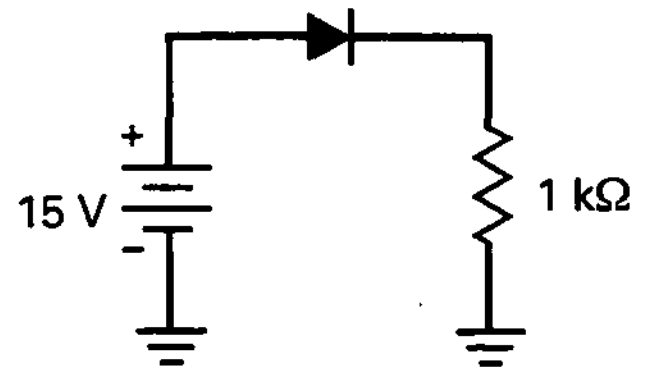

Figura 3-19
16. ¿Cuál es la corriente en el circuito de la Figura 3-19 si el diodo es ideal?
17. ¿Cuál es la corriente en el circuito de la Figura 3-19 si se emplea la segunda aproximación?
18. ¿Cuál es la corriente por la resistencia de carga en la Figura 3-19 si se emplea la tercera aproximación?
19. Si el diodo está abierto en la Figura 3-19, la tensión en la carga es
20. Si la resistencia de la Figura 3-19 no estuviese puesta a masa, la tensión medida entre la parte superior de la resistencia y la masa sería de
21. La tensión en la carga es cero en la Figura 3-19. El problema puede deberse a